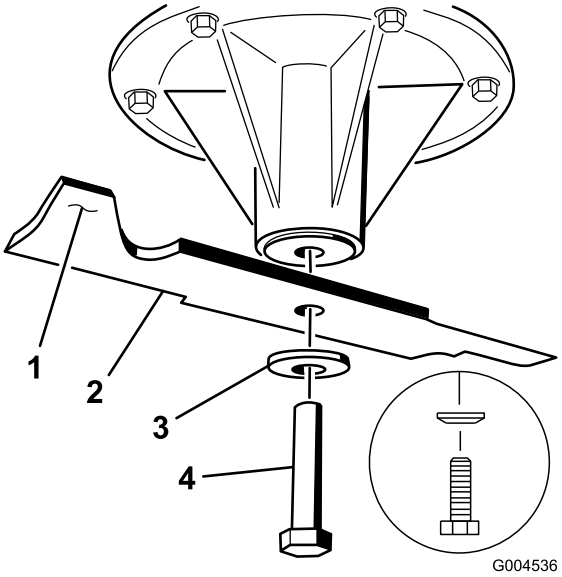

Figura 81
1. Instale a lâmina no veio (Figura 81).
2. Instale o disco de mola e o parafuso da lâmina. O cone do disco de mola deve ser montado virado para a cabeça do parafuso (Figura 81). Aperte o parafuso da lâmina com 115–150 Nm.